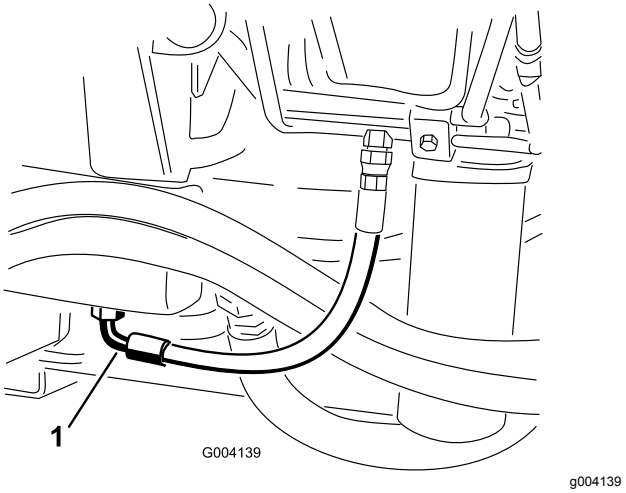

Figur 68
3. Plasser et stort tappefat under nippelen som er festet til bunnen av den hydrauliske væskebeholderen (Figur 68).